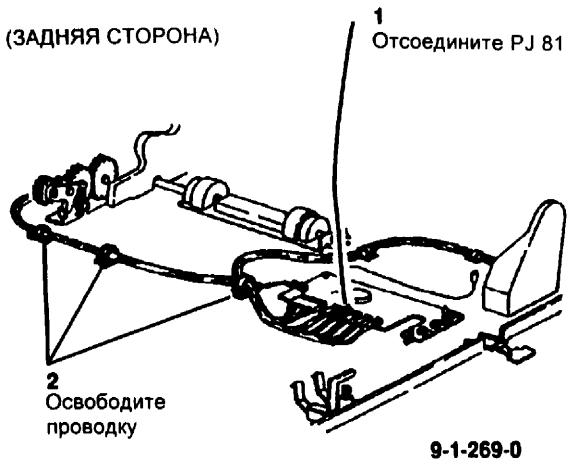

Рис. 1 Отсоедините PJ 81
4. (Рис. 1) Отсоедините PJ 81.